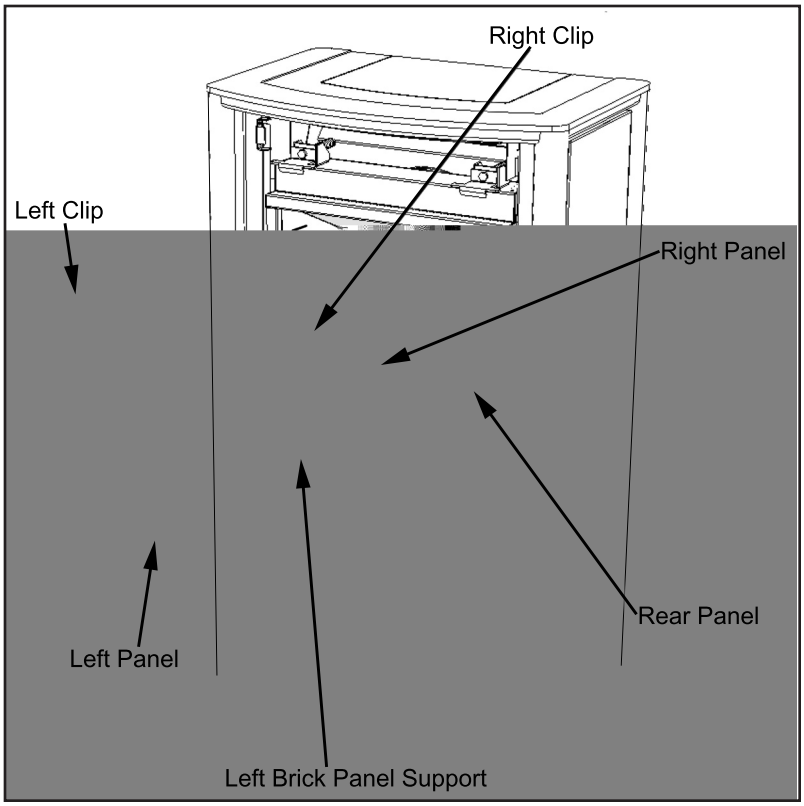

Figure 58: Firebox Liners Installation.
7. While holding the rear ceramic liner from falling forward, install the left and right liners by sliding them in against the sides of the firebox and up to the rear liner (refer to Figure 58).